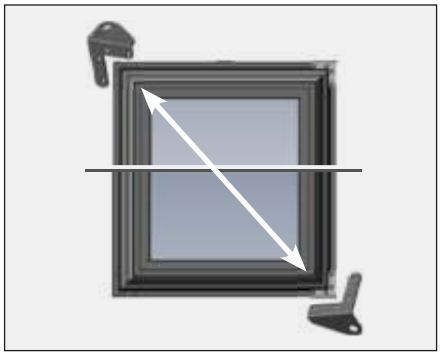

Fig. 6. The current bottom door bracket will be the new top door bracket.
5. Remove any door plugs and all screws on the opposite side of the original door hinge placement. See fig. 6.